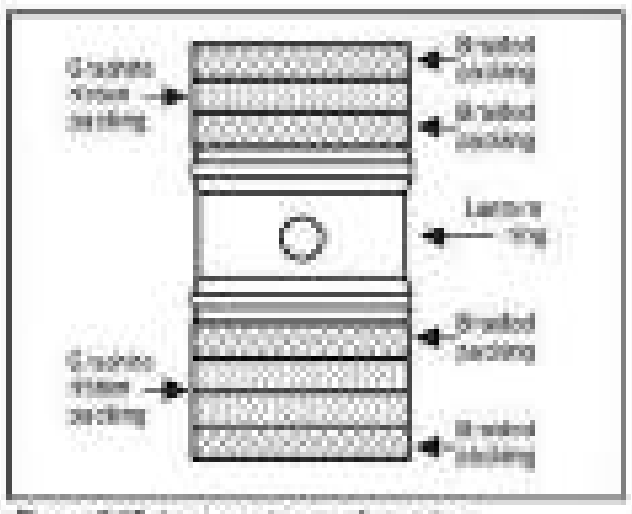

Figure 5.1E Lantern ring configuration
3. For braided packing rings *Figures 5.1E and F* use special flexible removal tools (cork screw tip) *Figure 5.1A* screw into the packing ring and pull out.
For graphite ribbon packing *Figures 5.1E and 5.1F* with special C-saw tool *Figure 5.1B* cut through the packings, apply downward pressure as you work the tool in a back and forth motion. Blow out packing remains using [illegible] with a vacuum cleaner. Care must be taken not to scratch the stem or the walls of the packing chamber during the removal of the packing rings.